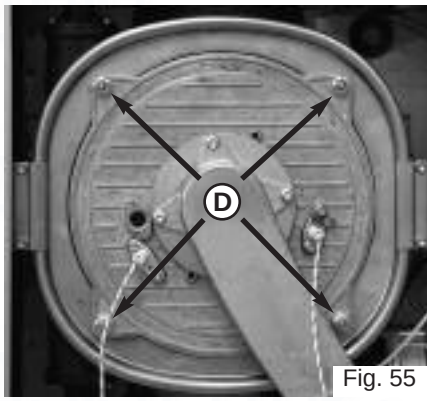

Fig. 55
7. Unscrew the 4 nuts **D** on the combustion chamber (Fig. 55);